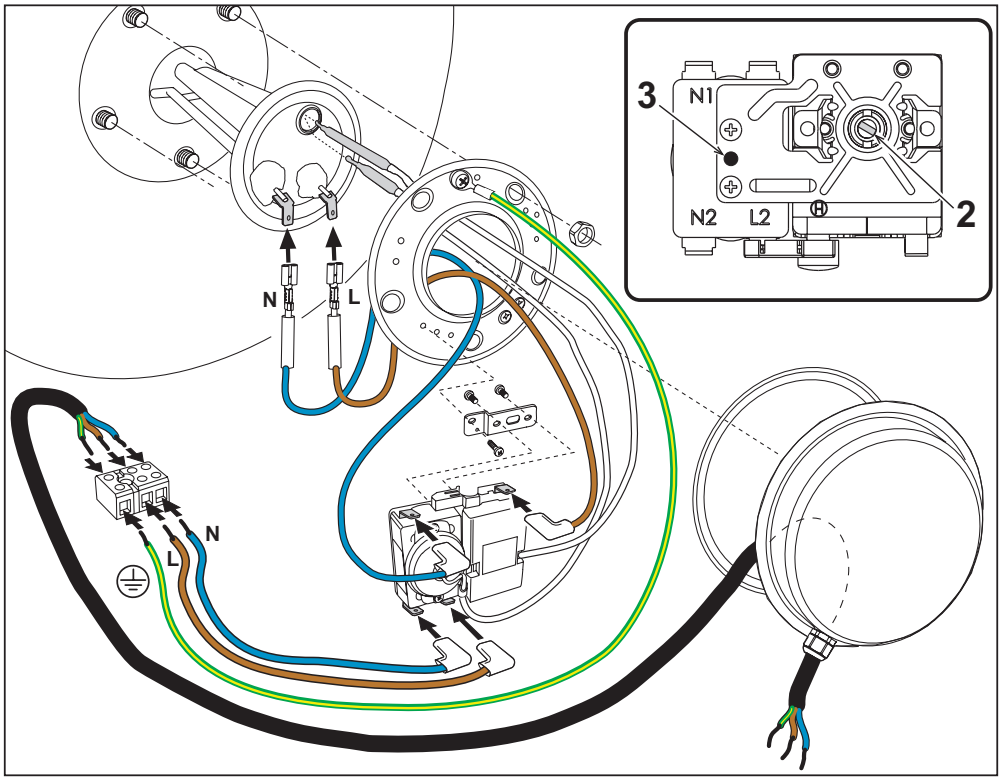

fig. 2
- Effettuare i collegamenti elettrici come mostrato in fig. 2.
È possibile la regolazione del termostato attraverso la vite **"2"** di fig. 2.
Il termostato è dotato di una sicurezza che, nel caso in cui la temperatura superi gli 105°C, richiede un riarmo manuale premendo il pulsante **"3"** di fig. 2.